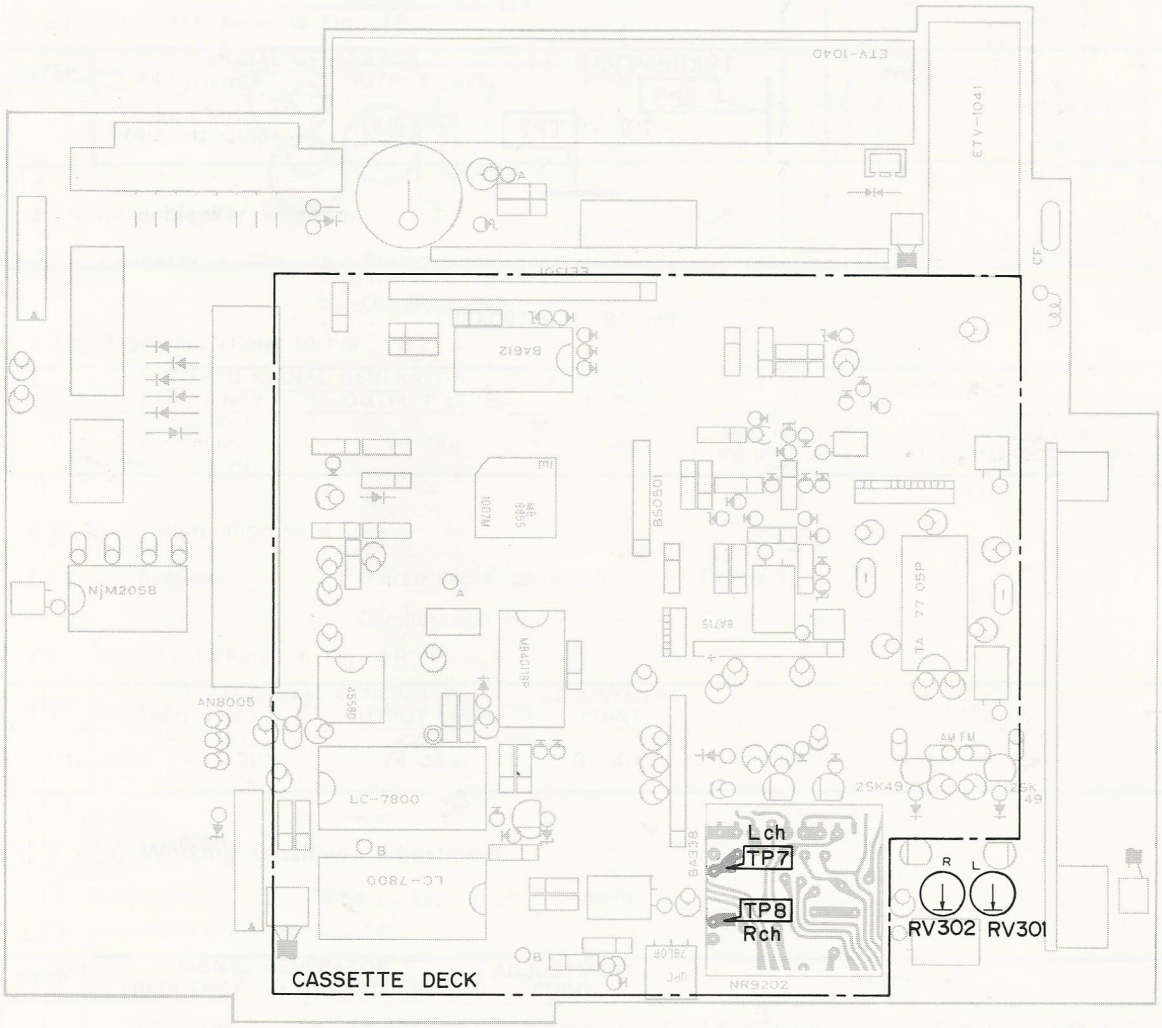

Fig. 19 (C33190430)
(1) Connections
(2) Alignments (Refer to Fig. 19 for ADJUSTMENT POINTS.)